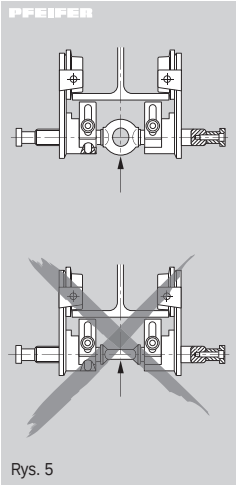

Rys. 5
- Po ustawieniu szerokości mechanizmu jezdnego ucho trawersy musi znajdować się względem profilu nośnego w położeniu pokazanym na rysunku (Rys. 5). Teraz można zawiesić w uchu trawersy hak nośny urządzenia dźwigowego. Ustawienie mechanizmu jezdnego jest automatycznie zabezpieczone przez ciężar urządzenia dźwigowego.
- Niedozwolone jest nieprawidłowe podwieszanie wzgl. obciążanie trawersy leżącej płasko (Rys. 5).